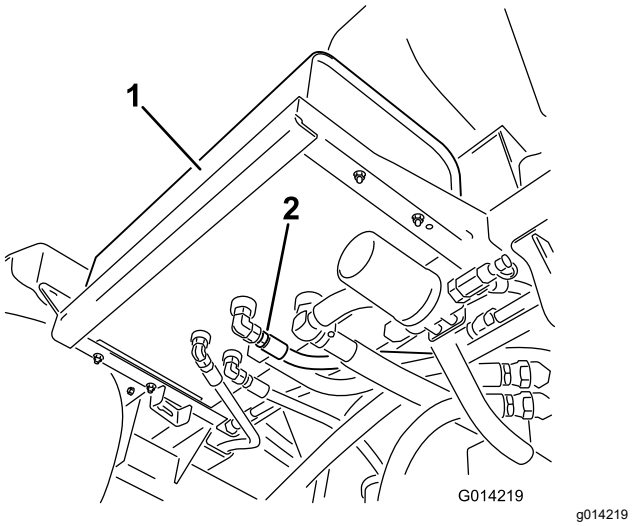

**Bild 111**
2. Reinigen Sie den Bereich um ein Hydraulikschlauch-Anschlussstück unten am Hydraulikölbehälter (Bild 111).
4. Nehmen Sie das Schlauch-Anschlussstück vom Behälter ab und lassen das Öl in die Wanne laufen (Bild 111).